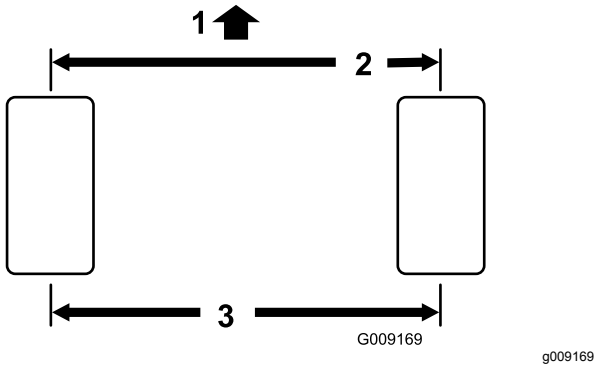

Rysunek 70
1. Zmierz odległość między środkami (na wysokości osi) z przodu i z tyłu opon kół zwrotnych. Pomiar z przodu musi być o mniejszy o 3 mm niż pomiar z tyłu (Rysunek 70).